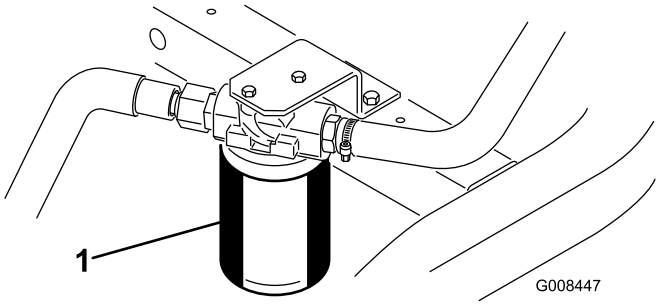

**Figur 50**
1. Rengør det område, hvor filteret monteres (Figur 50). Anbring en drænbakke under filteret, og afmonter filteret.